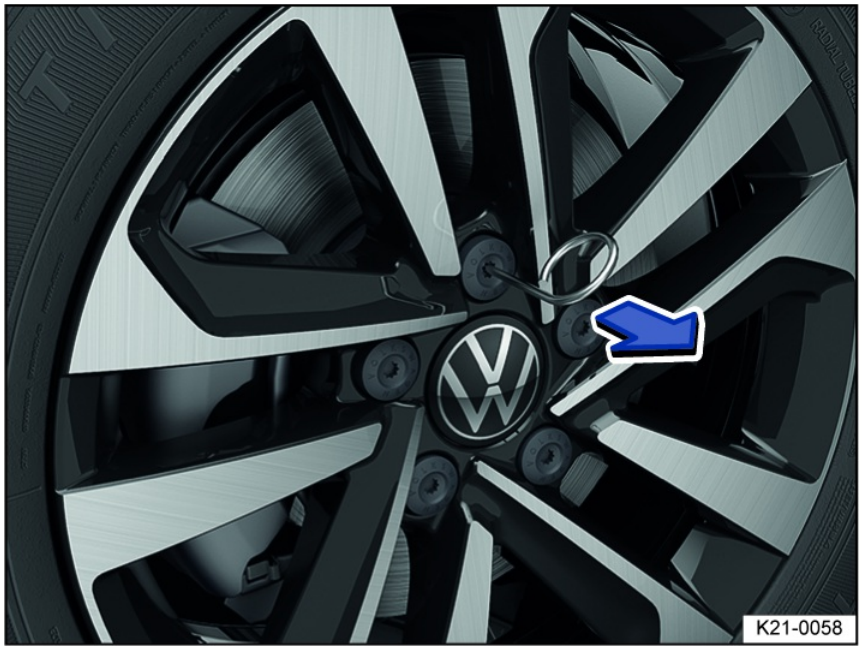

Fig. 154 Remove the caps from the wheel bolts.
2. Insert the extraction hook through the opening in the cap *fig. 154* and pull in the direction of the arrow.